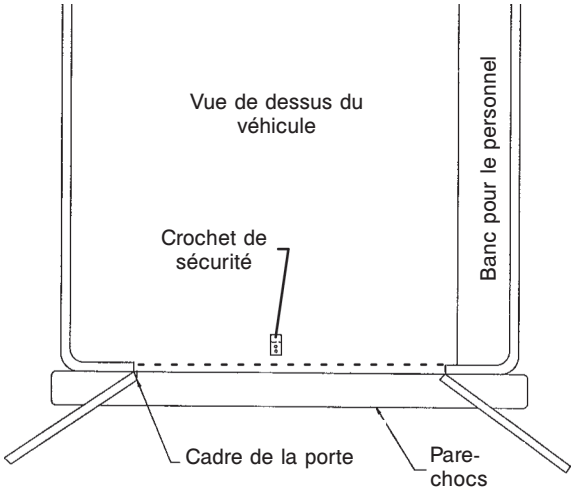

Figure 10 - Mise en place du crochet de sécurité
3. Marquer le centre de la barre de sécurité sur le plancher du véhicule (consulter la Figure 10).